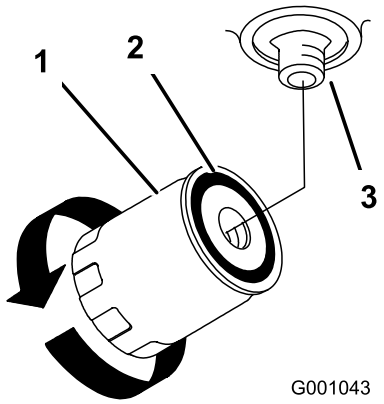

Figuur 77
4. Verwijder het oude filter en veeg de pakking van de filtertussenstuk schoon (Figuur 77).
6. Monteer het nieuwe hydraulische filter op het filtertussenstuk. Draai het oliefilter rechtsom totdat de rubberen pakking contact maakt met het filtertussenstuk. Draai het filter vervolgens nog eens 1/2 slag (Figuur 77).